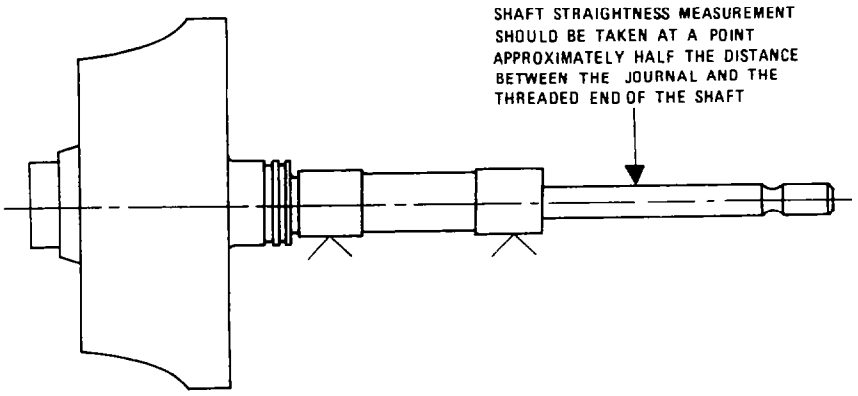
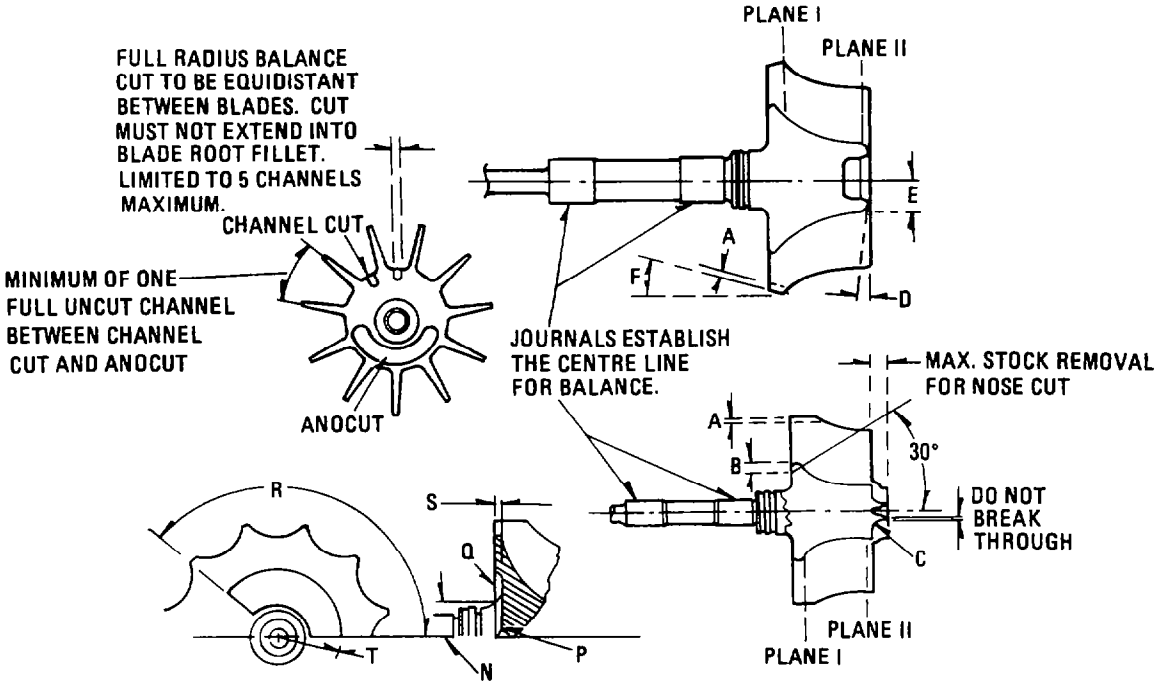

Fig. 145 — Turbine Wheel Assembly
Fig. 146 — Turbine Wheel Assembly Balance Planes and Stock Removal Limits
Check the turbine wheel assembly using the method shown in fig. 145. The shaft must be straight within 0.013 mm (0.005 in.), if it is not and cannot be straightened, it MUST be replaced! Also check the balance of the turbine wheel assembly. Refer to Table 7 and fig. 146 for balance specifications. If necessary, correct the assembly's balance by removing stock with a grinder. Refer to Table 7 and fig. 146 for stock removal limits. Clean up burrs around the area of stock removal before measuring the balance each time. After completion of the balancing operation, repeat thefluorescent penetrant inspection. Apply water-displacing fluid (PX112) to the turbine wheel assembly to protect the shaft from corrosion.
**Table 7. Turbine Wheel Assembly Balance Specifications and Stock Removal Limits (Use with Fig. 146)**
c. Straighten a bent shaft on the turbine wheel assembly using the method shown in fig. 145. If the shaft cannot be straightened to meet the pertinent specifications shown in para. 59, it *must* be replaced.